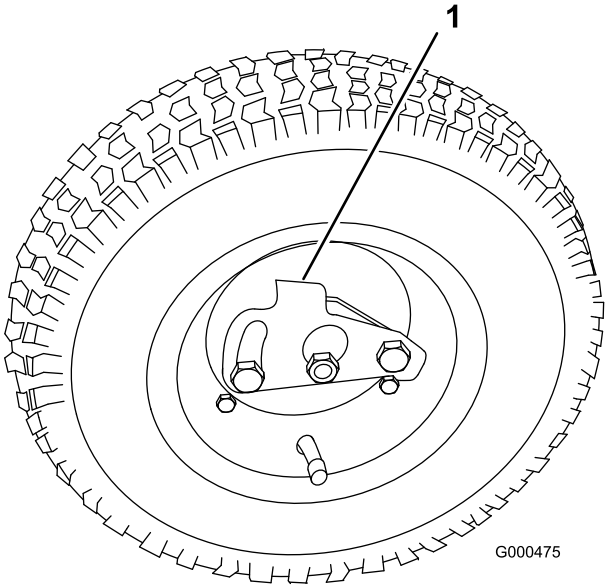

Figur 8
2. Tryk hjulets låseclips mod midten af hjulet, og skub hjulet op på den sekskantede aksel (Figur 8).